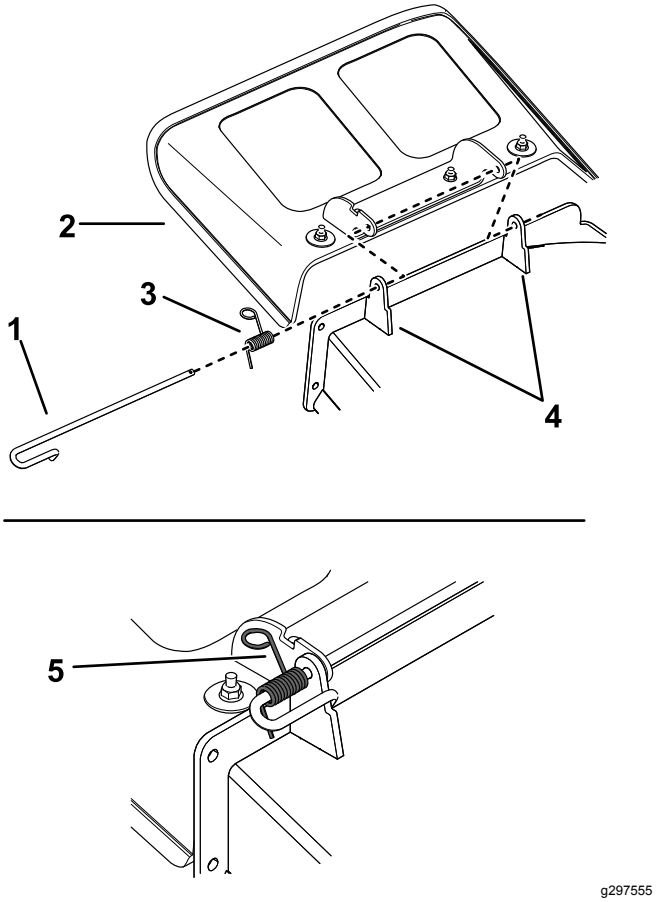

Figure 66
1. Désengagez le ressort du cran dans le support de déflecteur et sortez la tige des supports soudés du tablier, du ressort et du déflecteur d'éjection (Figure 66).